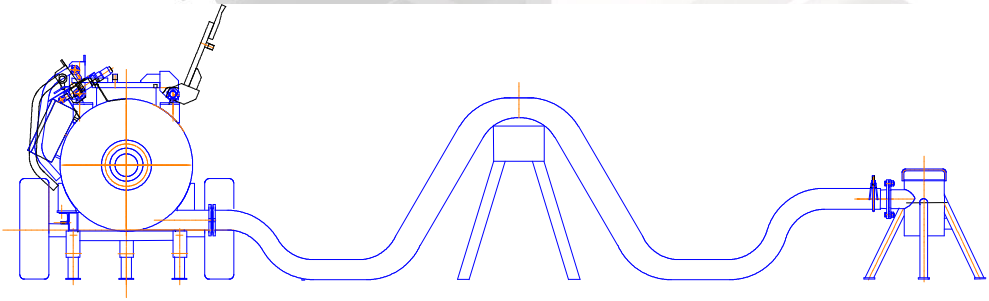

Рис. 7 – Схема установки раствоpо/бетонопровода принципиальная
9.9. Собрать растворовод, один конец которого подсоединить к резервуару, в частности к патрубку (типа «ерш») смесительной камеры, а другой – к патрубку (типа «ерш») гасителя. При этом необходимо растворовод в месте подсоединения к резервуару уложить на возвышение высотой приблизительно 1 м (рис. 7). При большом расстоянии подачи смеси растворопровод следует поднимать каждые 15-20 метров.